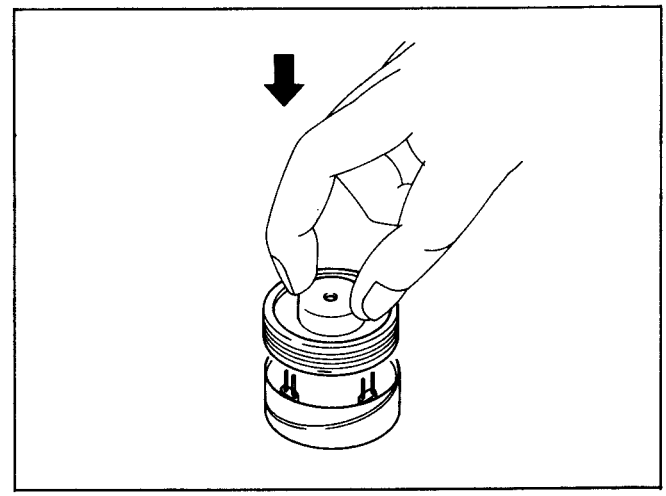

Fig. 2-42
3) Remove jig ❾ from upper rotary drum and push it gently into lower one manualy. (See Fig. 2-42) However, when it cannot be inserted thoroughly, tighten 2 hexagonal socket head cap screws ❸ alternately to secure it temporarily.
4) Insert jig ❾ again into position determining hole ❽, and be sure to confirm that it can be inserted smoothly. When it cannot be inserted, loosen 2 hexagonal socket head cap screws ❸, and insert a wrist watch driver, etc. into it to shift it.
5) Tighten 2 hexagonal socket head cap screws ❸.
6) Solder pin ❿ of a section.